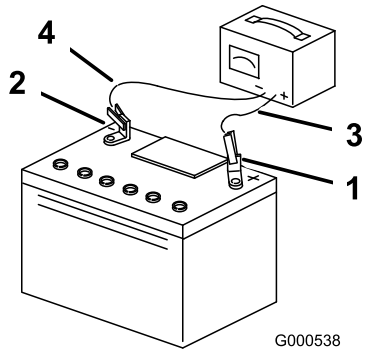

Bild 39
3. Ziehen Sie, wenn die Batterie voll geladen ist, den Stecker des Ladegeräts aus der Dose. Klemmen Sie dann die Klemmen des Ladegeräts von den Batteriepolen ab (Bild 39).